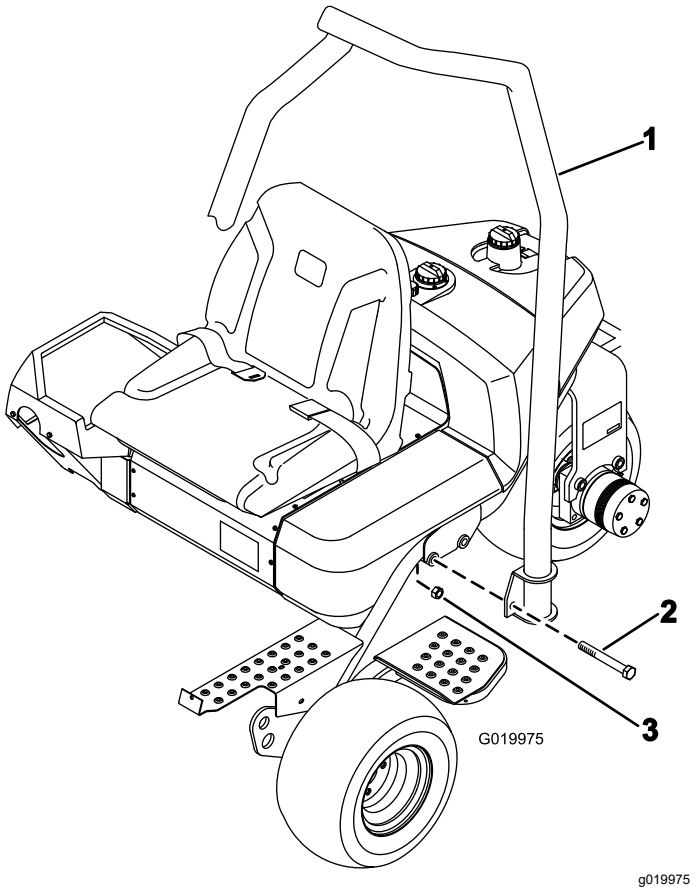

Figur 4
1. Anbring styrtbøjlen således, at rørets top er buet mod maskinens front (Figur 4).
2. Sænk styrtbøjlen ned på stellet, således at den flugter med monteringshullerne (Figur 4).
3. Fastgør hver side af styrtbøjlen til stellet med 2 bolte (⅝" x 4½") og låsemøtrikker som vist i Figur 4.